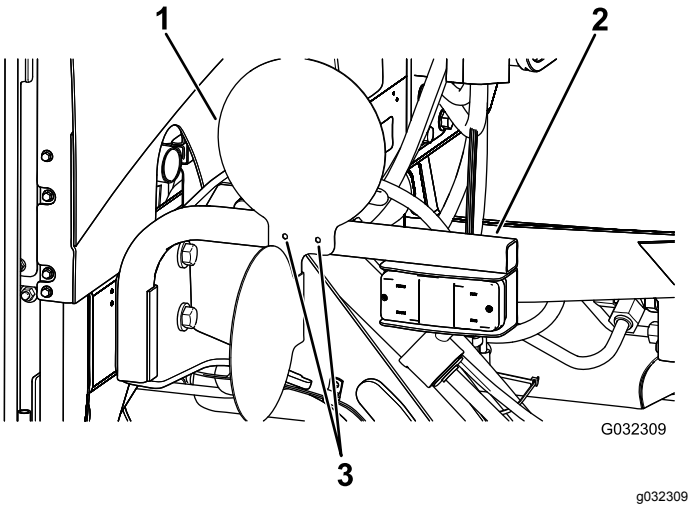

Figuur 34
1. Lijn de platen uit met de aanwezige openingen in de beugels van de verlichtingsset (Figuur 34).